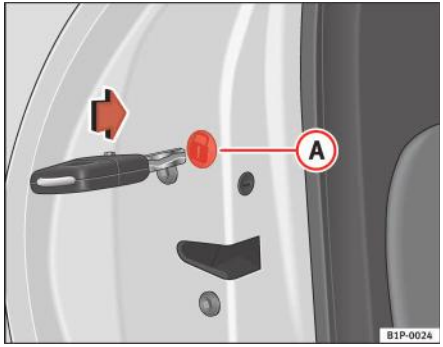

Fig. 58 Încuierea manuală a uşilor
Deschideți uşa şi scoateți capacul (A) ⇒ fig. 58 pe care este imprimată imaginea unei încuietori. Veți observa un element circular cu o canelură în centru. Introduceți cheia în canelură şi rotiți elementul în sens orar pentru uşile de pe partea dreaptă, respectiv în sens antiorar pentru uşile de pe partea stângă.